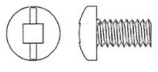

Figure 3
4. Place the tongue of the corresponding interface into aluminum extrusion in top, see Fig. 2a. Aligning the electrical components in the interface over the door hinge on the aluminum components in the top. The door hinge side of the connexus is labeled with the location code, see Fig. 2b. Screw interface to inserts in the table top with screws shown in Fig. 3.
5. Align the u-shaped cutouts in the cover-box with the electrical components in the interface. Pass the power cord thru one of the u-shaped cutouts. The large flat face of the interface should line up flus with the large opening in the cover-box. Screw cover box to table top with screws shown in Fig. 3.